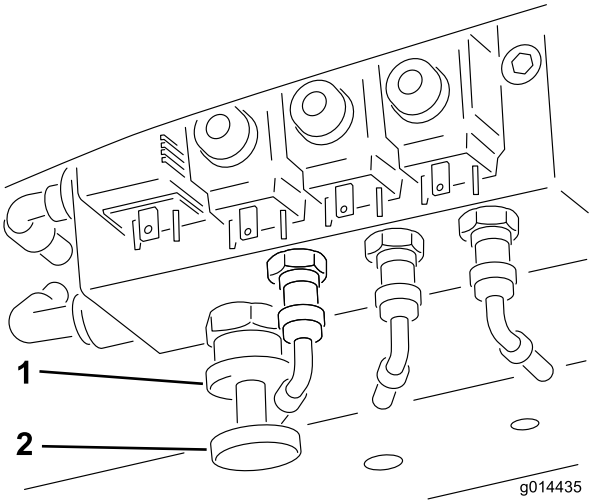

Figuur 37
Om de gewichtsoverbrenging in te schakelen: De mate van gewichtsoverbrenging kan afgestemd worden op de maaiomstandigheden door het handwiel van de gewichtsoverbrenging (Figuur 37) als volgt te draaien:
1. Draai de borgmoer van de klep een halve draai linksom los en houd vast (Figuur 37).
2. Draai het handwiel van de klep (Figuur 37) linksom om de gewichtsoverbrenging te verkleinen of rechtsom om de gewichtsoverbrenging te vergroten.